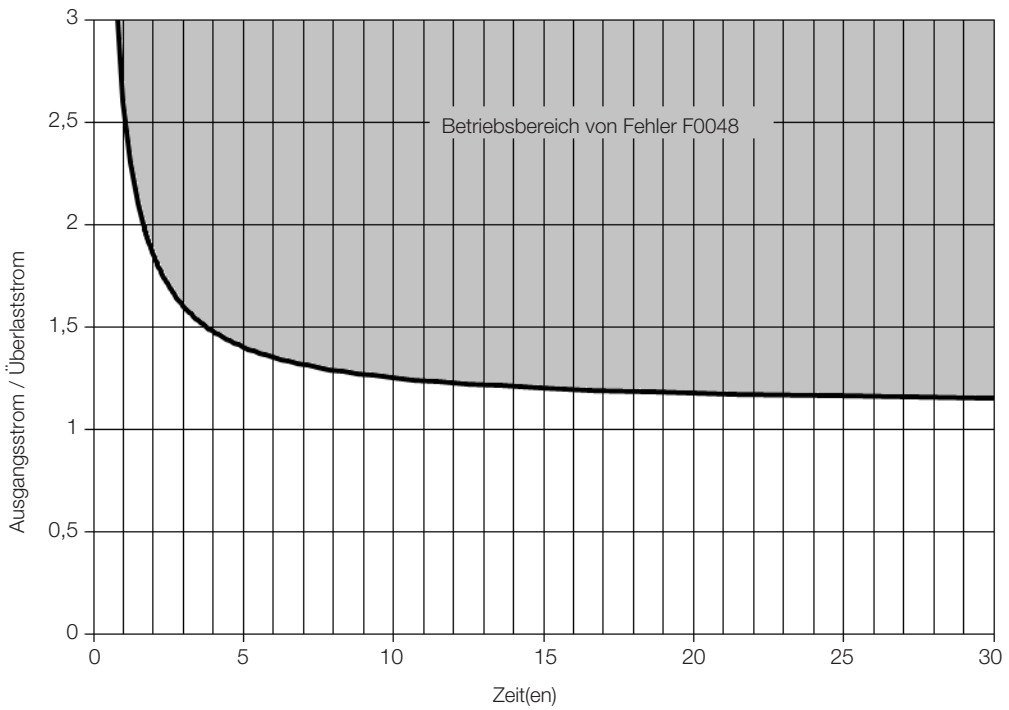

Abbildung 18.3: *Betätigung der Überlast der IGBTs (Normal Duty - ND)*
Im Normalbetrieb (ND) tritt der Fehler F0048 etwa 4 Sekunden lang bei 150 % Überlast auf, wie in Abbildung 18.3 auf Seite 18-5 dargestellt. Ebenso tritt der Fehler bei Stromwerten unter 110 % der Nennlast des Wechselrichters nicht auf.